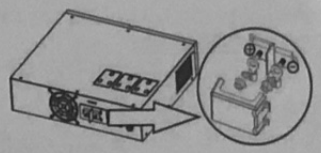

Fig.1
Step 3- Tight the battery cables with the M5 nuts. Do NOT place anything between the flat part of battery terminal and the battery cable ring terminal, or overheating may occur. **(See Fig. 1)**